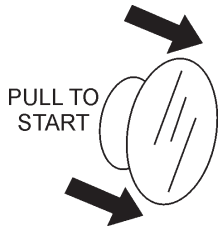

Figure 14. Engine Start/Stop Button
5. Located at the rear of the mixer frame is the main ***start/stop*** button (Figure 14). Pull this button outward to start the engine.